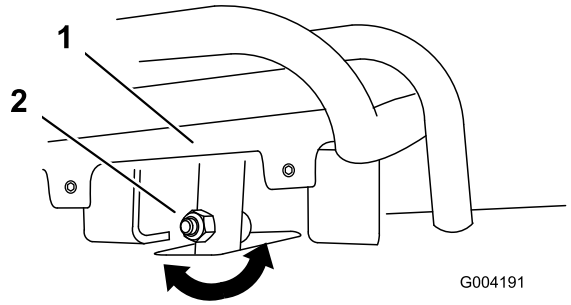
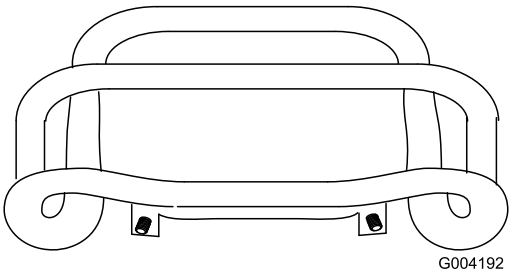

Figuur 49
Figuur 50
4. Als de voorzijde van de tractiebediening niet gelijk en recht tegen de referentiebalk rust, draai dan de flensmoer en bout van de tractiebediening los (Figuur 49).
5. Stel de tractiebediening zo af, dat deze gelijk en recht tegen de referentiebalk rust als de bediening recht naar achteren wordt getrokken (Figuur 49 en Figuur 50).